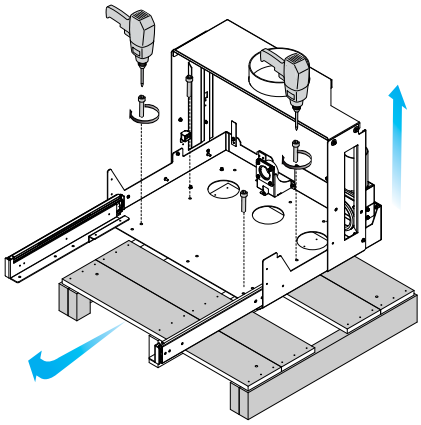

fig. 6.1.7
7) Retirar los tornillos de fijación del palet de la base y retirar el palet (fig. 6.1.7).